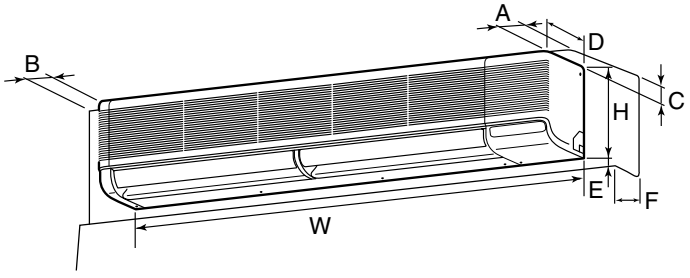

Fig. 2-1
①	Equerre de fixation murale		1	Fixer à l'arrière de l'appareil
②	Vis de fixation 4 × 35		12	Loger à l'intérieur de l'appareil
③	Matière isolante		2
④	Colliers		4(grands) et 3(petits)
⑤	Ruban de feutre		3
⑥	Prise d'écoulement		1
⑦	Télécommande sans fil		1
⑧	Support de télécommande		1
⑨	Piles alcalines		2
⑩	Ecrou évasé	P100	1 (ø19,05)
2.1. Dimensions externes (Appareil intérieur) (Fig. 2-1)